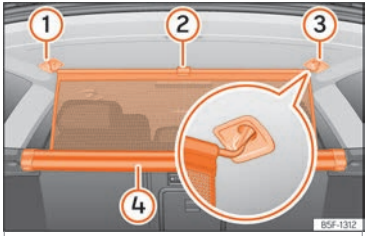

Abb. 138 Im Gepäckraum: Trennnetz einhaken.
- Ziehen Sie die Lasche ››› **Abb. 138** ② nach oben, um das Netz aus dem Einsatz ④ zu nehmen.
- Hängen Sie das Trennnetz an der rechten oder linken Seite ③ (vergrößerte Darstellung) ein.
- Hängen Sie das Trennnetz an der Aufnahme der anderen Seite ① ein, indem Sie an der Stange ziehen.